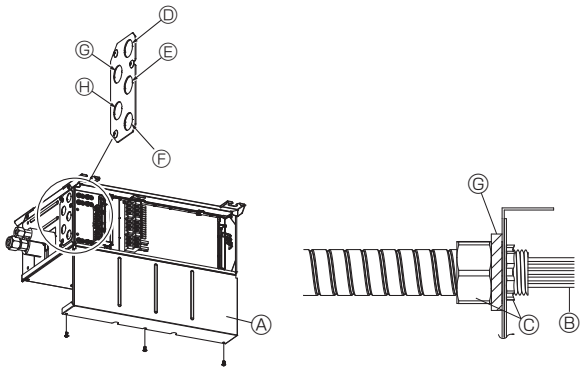

Fig. 8-5
8.1. When using wiring conduit (Fig. 8-5, 8-6, 8-7)